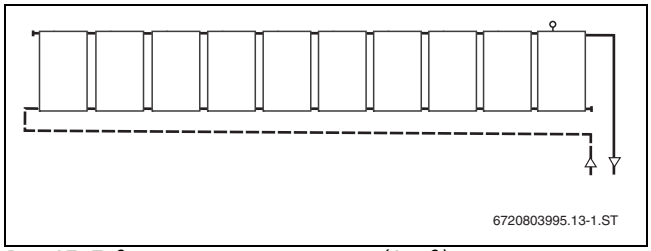

Рис. 17 Подключение с разных сторон (1 ряд)
► Подключайте поле коллекторов с двух сторон (→ рис. 17).